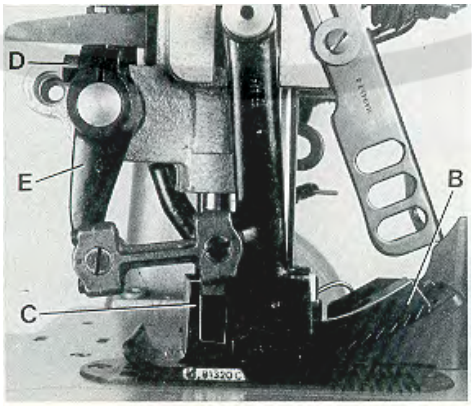

Fig.21
Assemble the upper feed dog (B, Fig. 21) and the presser foot (C). The upper feed dog (B) should not push against the front or rear end when moving in the slots of presser foot (C).
For setting the upper feed dog with respect to the slot ends in the presser foot and the tooth spaces of the lower feed dog, loosen screw (D, Fig. 21) and turn drive lever (E) accordingly to the front or rear. Retighten screw.
Montieren Sie den Obertransporteur (B, Fig. 21) und den Drückerfuß (C). Der Obertransporteur (B) darf bei seiner Bewegung in den Schlitzen im Drückerfuß (C) weder vorne noch hinten anstoßen.
Zum Einstellen des Obertransporteurs in Bezug zu den Schlitzenden im Drückerfuß und zu den Zahnlücken des unteren Transporteurs lösen Sie die Schraube (D, Fig. 21) und schwenken Sie den Antriebshebel (E) entsprechend nach vorn oder hinten. Ziehen Sie die Schraube wieder an.
The motion should be set so that the rear four teeth of the upper feed dog (B, Fig. 21) remain approx. 1/3 of their height in the presser foot slots when lifting.
Die Bewegung muß so eingestellt sein, daß die hinteren vier Zähne des Obertransporteurs (B, Fig. 21) beim Abheben noch mit etwa 1/3 ihrer Höhe in den Drückerfußschlitzen sind.